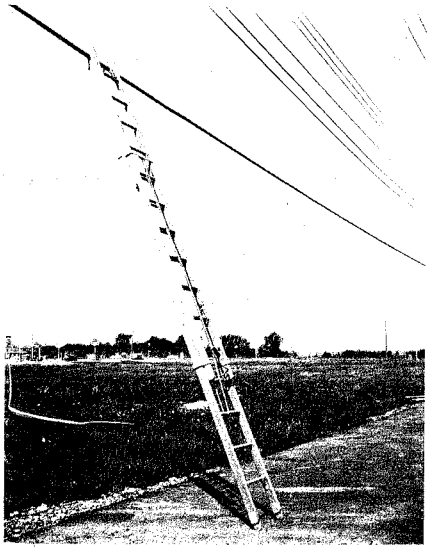

Fig. 5 — Base of Ladder Properly Positioned
5.02 Set a ladder only on secure footing. Set both feet of the ladder at the same level and on a line parallel to the surface on which the top of the ladder rests. If necessary, employ a ladder wedge or remove earth from beneath the high side to bring it to the level of the lower side. ***Never increase the length of a side rail by nailing a board to it.*** If a ladder leans to either the right or the left, it is not properly placed. Always place an extension ladder with the top section to the front. A well placed ladder is shown in Fig. 5.